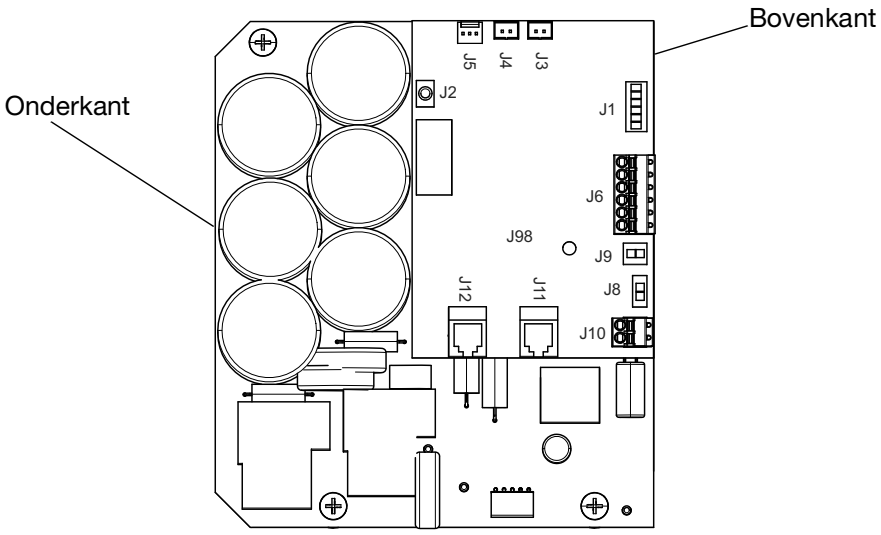

AFB. 12 Bedradingsaansluitingen
2. Verwijder de schroeven (21) en het achterpaneel (26).
3. Ontkoppel de draden van de potentiometer van J5 op de besturingskaart van de motor (354). Zie AFB. 12, pagina 45.
Tabel 8: Connectors besturingskaart (zie AFB. 12)